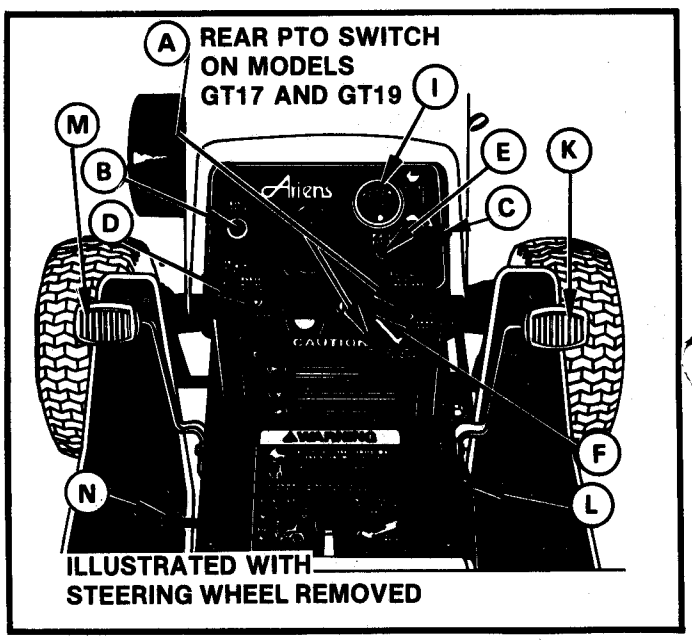

FIGURE 1
(A) IMPLEMENT POWER CONTROL SWITCH — FIGURE 1
(B) IMPLEMENT POWER INDICATOR LIGHT — FIGURE 1
(C) THROTTLE LEVER — FIGURE 1
(D) IGNITION SWITCH — FIGURE 1
(E) CHOKE CONTROL — FIGURE 1
(F) LIGHT SWITCH — FIGURE 1
(I) AMMETER — FIGURE 1
(K) BRAKE PEDAL — FIGURE 1
(L) PARKING BRAKE LATCH — FIGURES 1 & 4
(M) NEUTRALIZER PEDAL — FIGURES 1 & 3
(N) LIFT SELECTOR — FIGURE 1
2. Be sure the Implement Power Control Switch, (A) Figure 1, is pushed in ("OFF").
3. Raise Throttle Lever, (C) Figure 1, to approximately 1/3" "FAST" position.
4. Pull Choke Control, (E) Figure 1, all the way out if engine is cold. If engine is warm or flooded, little or no choke may be required.
5. Turn ignition key, (D) Figure 1, clockwise all the way. Release key as soon as the engine starts and push choke button in. In cold weather it may be necessary to push choke in gradually until engine warms up. If engine fails to start on the first attempt, turn key to "OFF", wait a few minutes and try again. Do not operate the starting motor continuously for more than 30 seconds at a time.
2. Disengage Implement Power Control Switches Ⓐ, Figure 1, and driven attachments.
4. Lower the Throttle Lever Ⓒ, Figure 1, and allow engine to idle for a short period before turning it off.
5. Turn the ignition key ⓓ , Figure 1, counter-clockwise to stop engine and to prevent hour meter run-on, and battery drain.